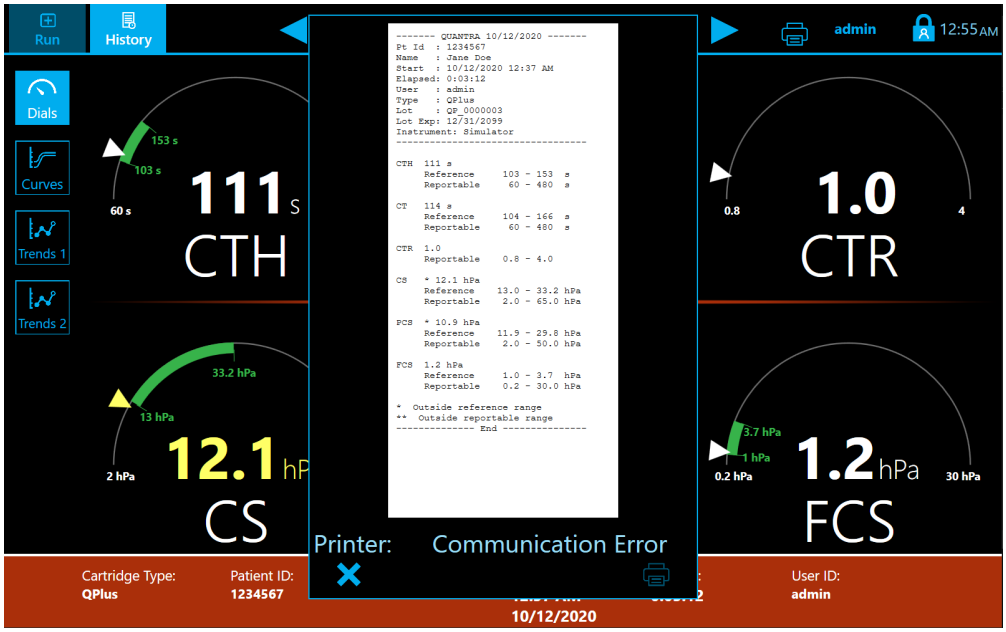

Figure 45 Print Preview Screen (QPlus)
2. Press the print icon on the upper taskbar, and a preview printout is displayed (Figure 45) with: